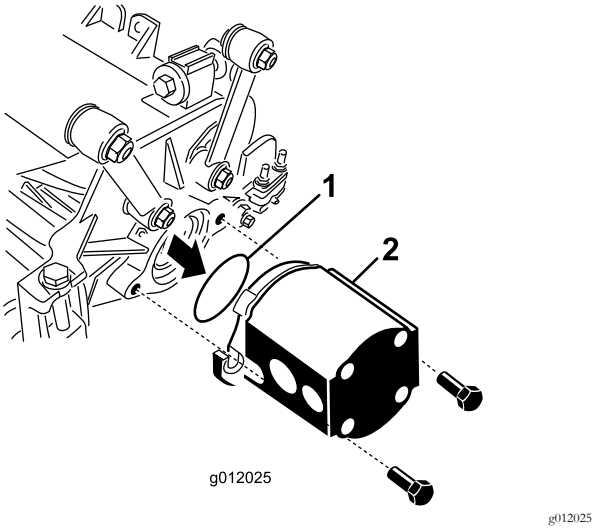

Figuur 24
5. Plaats de O-ring (meegeleverd met het maaidek) op de flens van de aandrijfmotor (Figuur 24).
6. Monteer de motor op het aandrijfuiteinde van het maaidek en zet deze vast met de 2 meegeleverde tapbouten (Figuur 24).